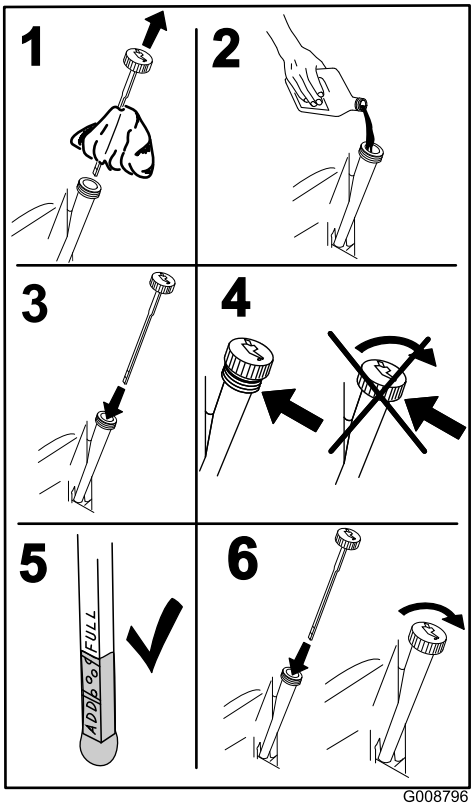

Figure 43
4. Remove the dipstick and wipe it with a clean cloth (Figure 43).